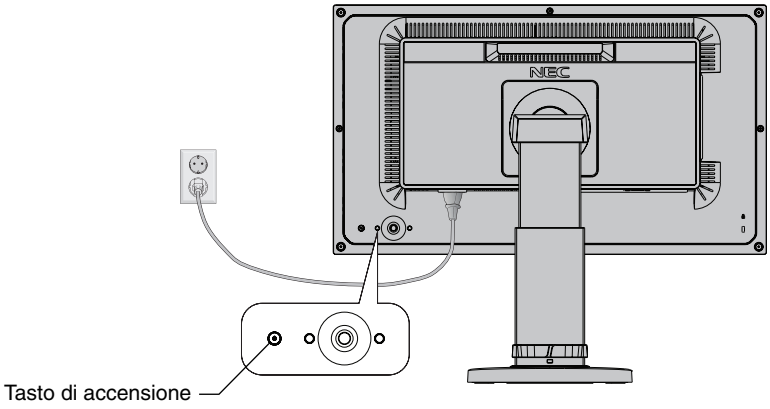

Figura E.1
9. Accendere il computer e il monitor premendo il pulsante di accensione sul retro del monitor (**Figura E.1**).